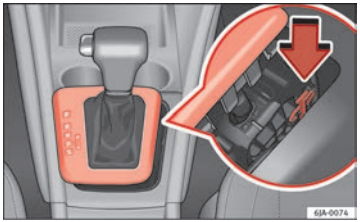

Fig. 108 Manual release of the selector lever
– Press the yellow plastic part with your finger in the direction indicated by the arrow ⇒ Fig. 108. ▶